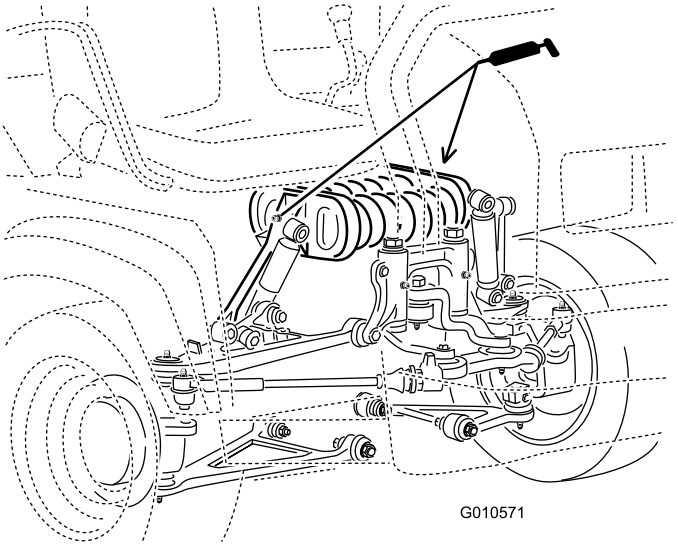

Figura 41
- Torre de mola (2) (Figura 41)